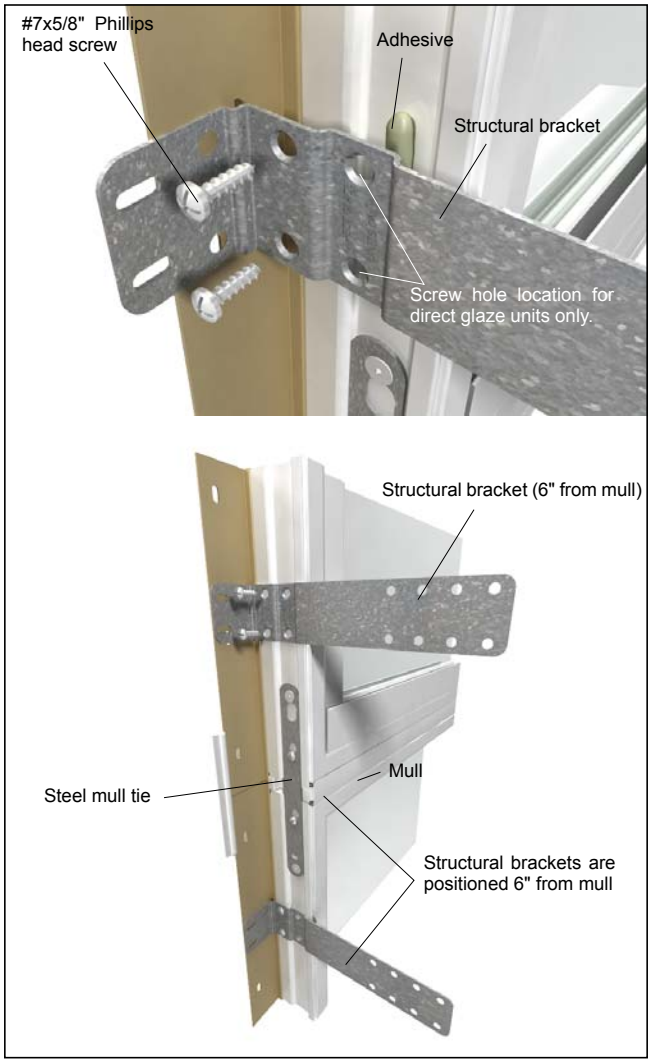

Figure 5
3. If you are installing a window with installation brackets apply a 3/16" diameter 1 1/2" long bead of heavy duty construction adhesive in the exterior jamb channel. The sealant is to be placed 6" in from each corner and spaced 12" apart along the perimeter of the unit. See figure 5. Press the installation bracket firmly into place over the sealant and secure with the two provided screws. See figure 5.
4. When installing factory mulled units apply structural brackets on both sides of all mullion joints. See figure 5.